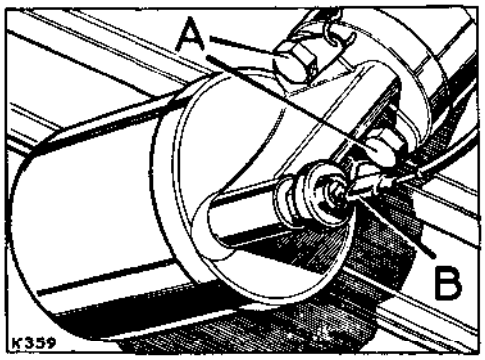

**Fig. A2-51. Oil filter fixings**
3. Refit the assembled filter to the engine, Fig. A2-51 refers, and connect the oil pressure switch lead.